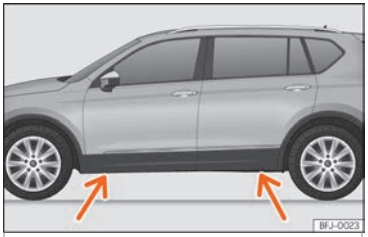

Fig. 76 Traversa: segni.
- Individuare nel longherone il punto di appoggio del cric (zona avvallata) più vicino alla ruota da sostituire **››› fig. 76**.